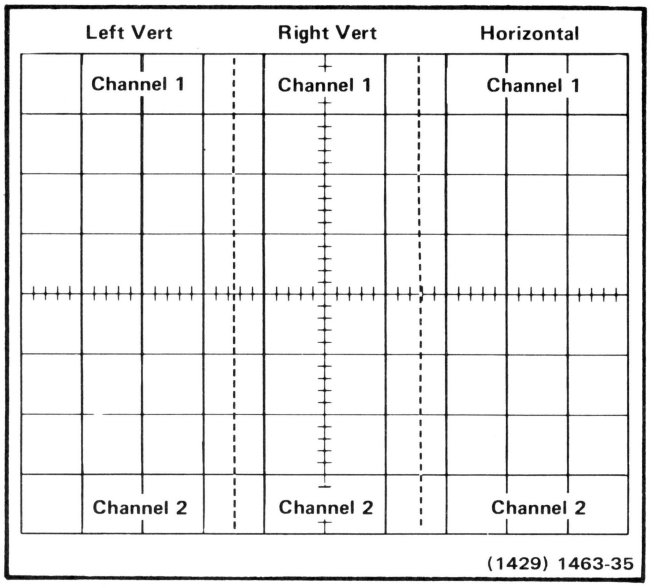

Fig. 3-24. Location of readout words on the CRT identifying the originating plug-in unit and channel (one complete frame shown, simulated readout).
Frame—A frame is a display of all words for a given operating mode and plug-in combination. Up to six words can be displayed in one frame. Fig. 3-24 shows one complete frame (simulated readout) and the position at which each of the six words is displayed.
Display Format. Up to six words of readout information can be displayed on the 7613 CRT. The position of each word is fixed and is directly related to the plug-in unit from which it originated. Fig. 3-24 shows the area of the graticule where the readout from each plug-in unit is displayed. Notice that channel 1 of each plug-in unit is displayed within the top division of the CRT and channel 2 is displayed directly below within the bottom division. Fig. 3-26 shows a typical display.
The Character Generator stage produces the characters which are displayed on the CRT. Any of the 50 characters shown on the Character Selection Matrix of Fig. 3-24 can be addressed by proper selection of the column and row current. Only one character is addressable in any one time-slot; a space can be added into the displayed word by the Decimal Point Logic and Character Position Counter stage when encoded by the plug-in. The latter stage counts how many characters have been generated and produces an output current to step the display one character position to the right for each character. In addition, the character position is advanced once during each of time-slots 1, 2, and 3 whether a character is generated during these time-slots or not. This action fixes the starting point of the standard-format display such that the first digit of the scaling factor always starts at the same point within each word regardless of the information encoded in time-slot 2 (normal/invert) or time-slot 3 (cal/uncal) which precedes this digit. Also, by encoding row 10 and column 0 during any time-slot, a blank space can be added to the display. Decimal points can be added to the display at any time by addressing row 7 and columns 3 through 7 (see Character Selection Matrix for location of these decimal points). The Decimal Point Logic and Character Position Counter stage is reset after each word by the Word Trigger pulse.
The Format Generator stage provides the output signals to the vertical and horizontal deflection systems of the instrument to produce the character display. The binary Channel Address No. 2 code from the Channel Counter stage is connected to this stage so that the display from each channel is positioned to the area of the CRT which is associated with the plug-in and channel originating the word (see Fig. 3-24). The positioning current or decimal point location current generated by the Decimal Point Logic and Character Position Counter stage is added to the horizontal (X) signal at the input to the Format Generator stage to provide horizontal positioning of the characters within each word. The X- and Y-output signals are connected to the Horizontal Amplifier and Vertical Amplifier through the Horizontal Output and Vertical Output stages respectively.